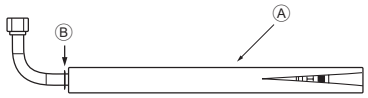
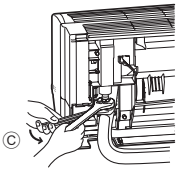

Afb. 3-8
Afb. 3-9
3. Maak de aansluiting op de opening van de knelkoppeling op de binnenunit in de richting waarin de L-vormige verbindingspijp ④ wordt verwijderd.
4. Draai de flensmoer aan met een steeksleutel. (Afb. 3-9)
1. Snijd de L-vormige verbindingspijp ④ op de positie die in Afb. 3-8 wordt aangegeven.
2. Plaats de flensmoer die u eerder had verwijderd op de rechte zijde van de afgesneden L-vormige verbindingspijp ④ en tromp vervolgens het einde van de leiding op.
5. Bevestig direct daarna de L-vormige verbindingspijp ④ die u onder punt 2) hebt bewerkt op de knelkoppeling van de binnenunit.
6. Draai de flensmoer aan met een steeksleutel. (Afb. 3-9)